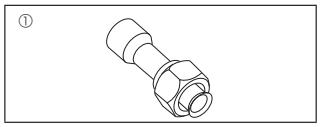

Fig. 1-1
1.6. Zubehör für die Außenanlage (Fig. 1-1) (HRP200)